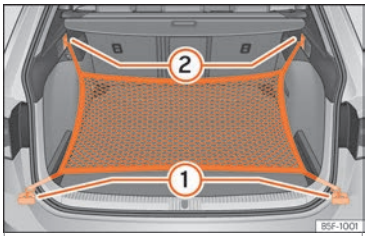

Fig. 190 In the boot: rings ① and hooks ② for securing the net bag (LEON ST model).
- Secure the short net hooks to the fastening rings ››› Fig. 190 ① ››› ⚠. The bag zip should be facing upwards.
- Secure the straps in the bag hooks ②.